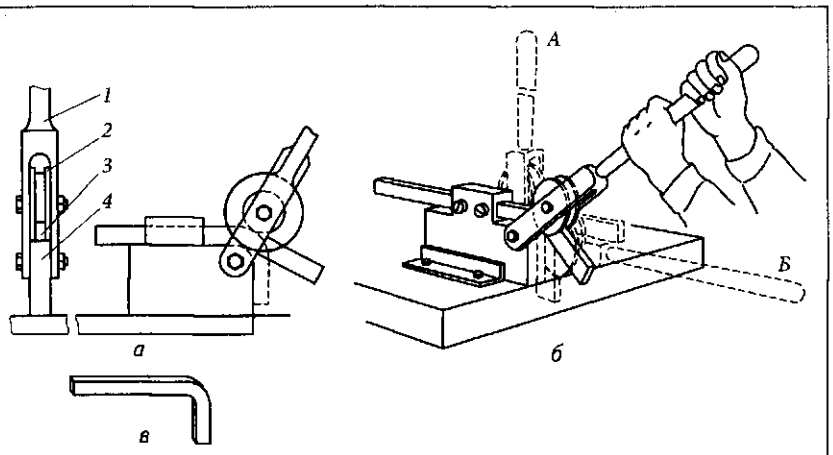

Рис. 2.12. Приспособление для гибки рамки ножовочного станка:
1. Установите на верстаке специальное приспособление (рис. 2.12).